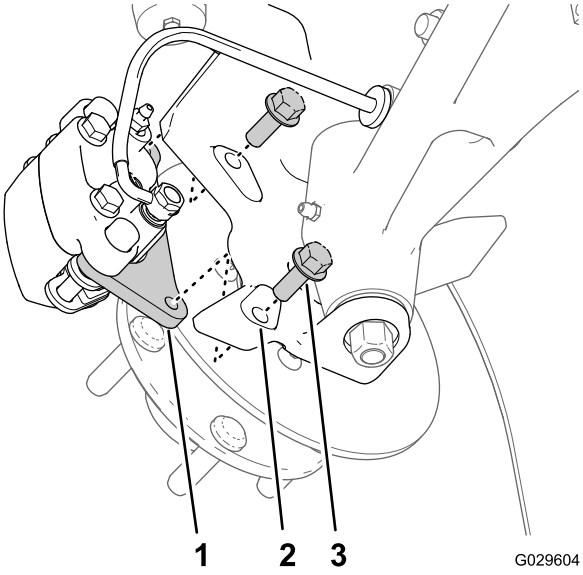
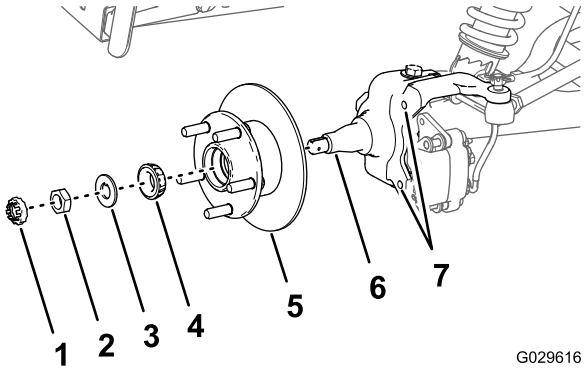

Figuur 31
Figuur 35
3. Verwijder de flenskopbouten (3/8 x 1 inch) waarmee de beugel voor de rem is bevestigd aan de as en verwijder de rem van de as (Figuur 31).
1. Breng een laagje van het aanbevolen smeermiddel aan op de as (Figuur 35).
2. Monteer de naaf en de rotor op de as met de rotor aan de binnenkant (Figuur 35).
3. Monteer het buitenste lager op de as en plaats het lager in de buitenste loopring (Figuur 35).
4. Monteer het borgplaatje op de as (Figuur 35).
5. Draai de asmoer op de as en zet de moer vast terwijl u de naaf draait (Figuur 35).
2. Lijn de remblokken aan beide zijden van de rotor (Figuur 31) en de openingen in de beugel van de remklauw uit met de openingen in de rembevestiging van het asframe (Figuur 35).
3. Bevestig de beugel van remklauw aan het asframe (Figuur 31) met de 2 flenskopbouten (3/8 x 1 inch) en draai de bouten vast met een torsie van 47 tot 54 N·cm.